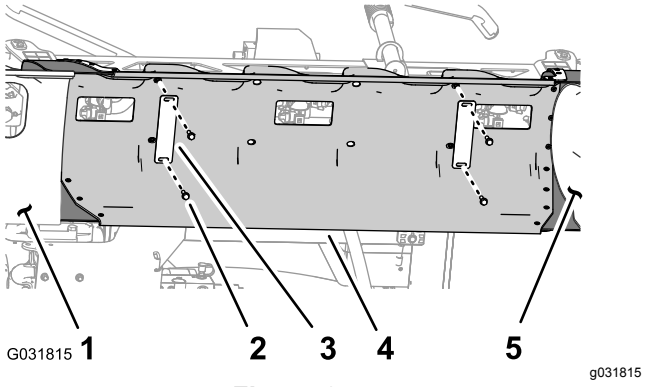

Figuur 25
1. Ondersteun het deksel van de middelste spuitboom (11 spuitdoppen) en verwijder de 4 flenskopbouten (5/16 x 1-1/4") en 2 dekselbanden waarmee het deksel bevestigd is aan de steunbeugel van het deksel (Figuur 25).